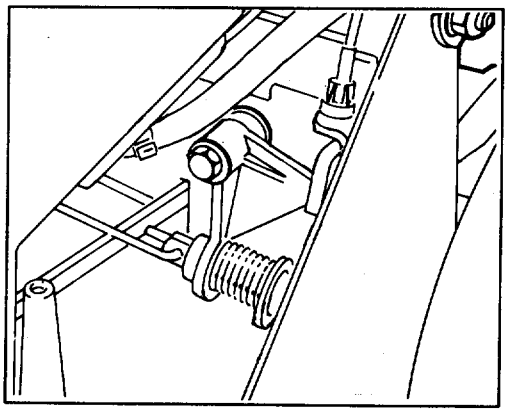

Figure 29
4. Remove any debris that may have accumulated in area behind panel (Fig. 29).